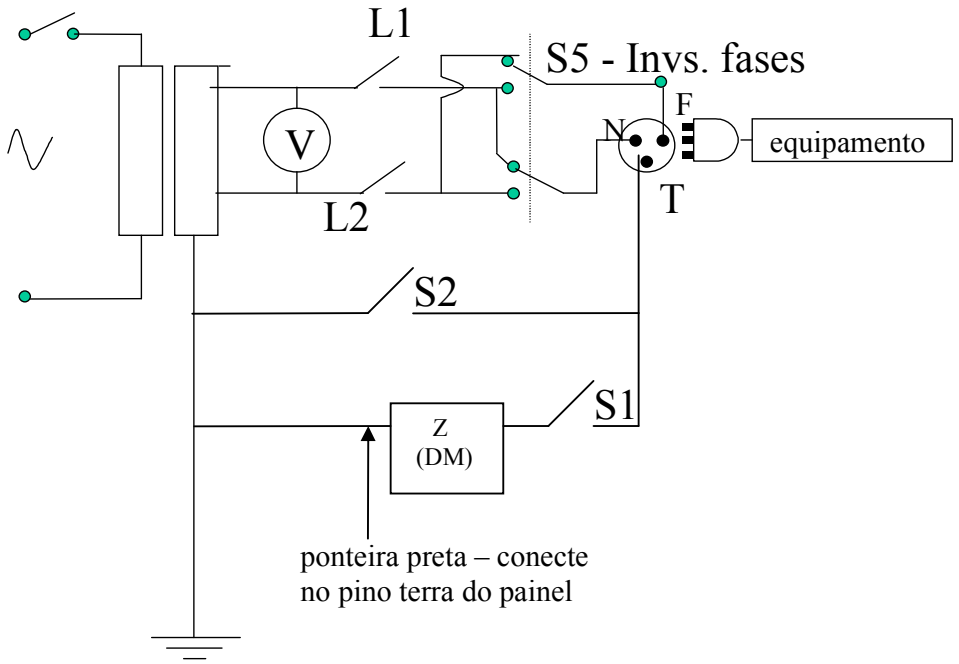

Figura 1
1.2. Com os equipamentos desligados, efetuar as conexões da figura 1, conforme descrito abaixo.